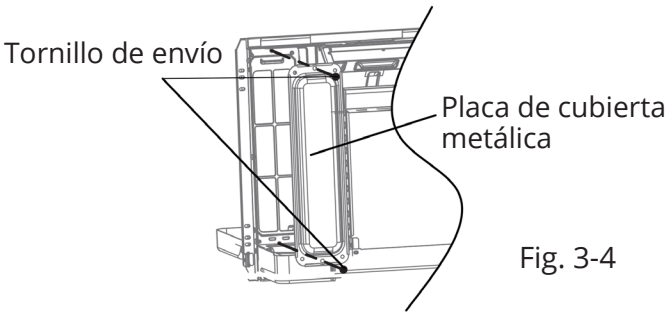

Fig. 3-4
- Retire los 2 tornillos de transporte y la placa de cubierta metálica para abrir la compuerta de ventilación. (Véase la Fig. 3-4).